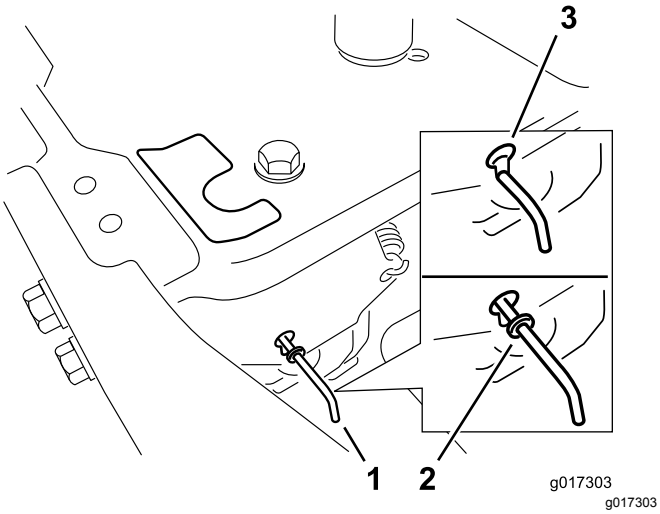

Figur 22
4. Flytt omløpsspakene forover gjennom nøkkelhullet og ned for å låse dem i denne stillingen Figur 22.
Flytt de to omløpsspakene bakover gjennom nøkkelhullet og ned for å låse dem i denne stillingen som vist i Figur 22.